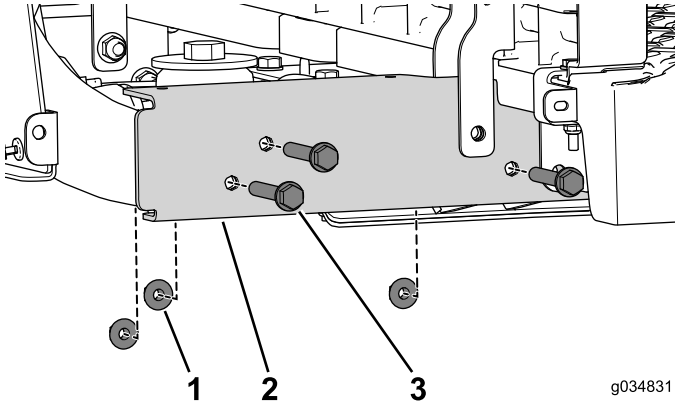

Bild 65
5. Entfernen Sie die drei Bundbolzen (3/8" x 2½") und Muttern (Bild 65). Führen Sie dies an beiden Seiten der Maschine aus.